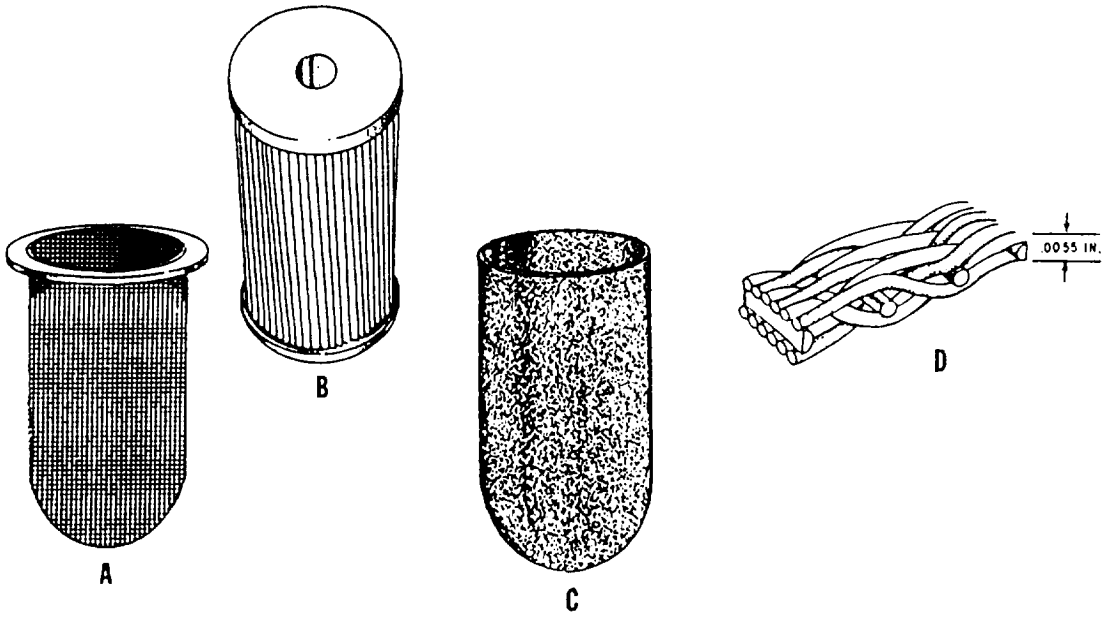

Figure 10-29.-Some typical types of hydraulic screens and filters.
container or component (view (A) of fig. 10-29). The size of wire mesh openings varies with the particular filter element, but normally a wire mesh filter element removes only the larger particles of contamination from the fluid.
MICRONIC FILTER.— *Micronic,* a term derived from the word *micron,* can be used to describe any filter element. Through usage, micronic has become associated with a specific filter with a filtering element made of a specially treated cellulose paper. The paper is formed in vertical convolutions (wrinkles) and is made in a cylindrical pattern. A spring in the hollow core of the element holds the element in shape (view (B) of fig. 10-29).
Sintered Bronze Filter.— The sintered bronze element consists of minute bronze balls joined together as one solid piece while still remaining porous (view(C) of fig. 10-29).
construction to the sintered bronze element described previously. The design is usually a corrugated, sintered, stainless steel mesh, such as the magnified cross section shown in view (D) of figure 10-29. One manufacturer calls the design a "Dutch Twill" pattern. The curved passages of the filter element (through which the fluid passes) limit the length of the particles that pass through the element. Most filters that use the stainless steel are equipped with a contamination indicator, described later in this chapter.